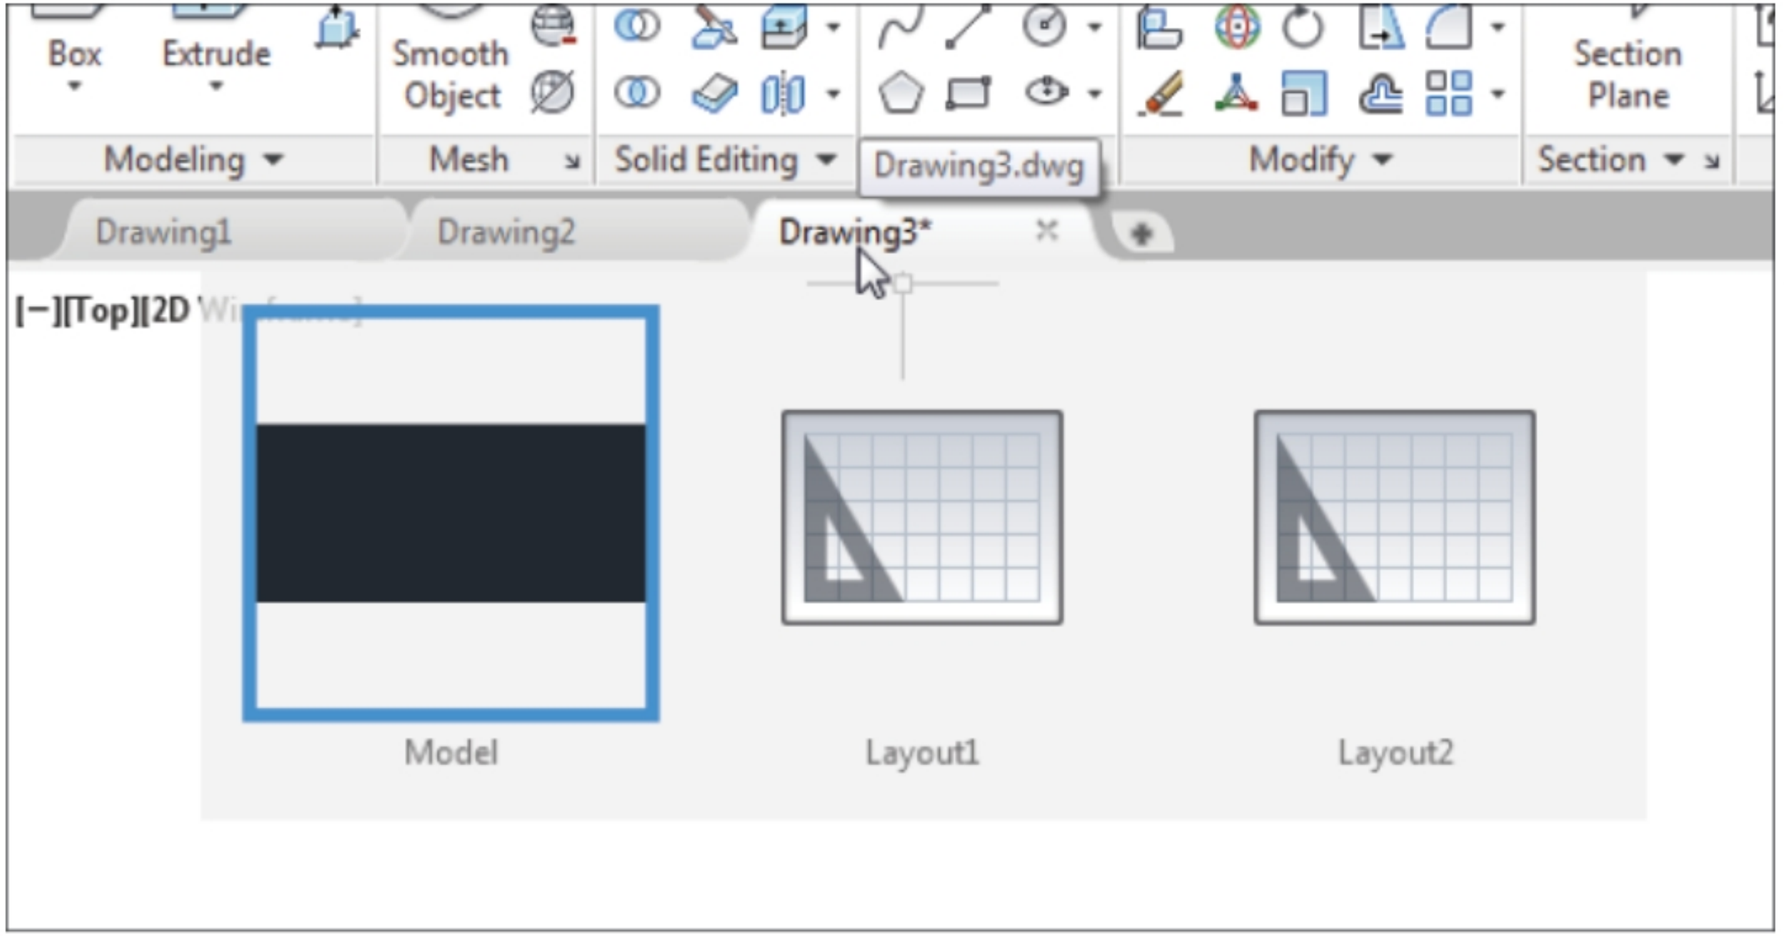

Figure-62. Interactive box for layout switching
- Hold the cursor over the tile of any drawing file in the File Tab bar. An interactive box will be displayed allowing you to switch between model and their paper spaces/layouts; refer to Figure-62.